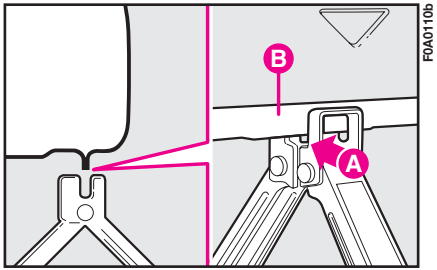

fig. 9
11) Mettre la manivelle en place et actionner le cric de façon à l'étendre jusqu'à ce que la rainure **A-fig. 9** du cric s'engage correctement sur le profil inférieur **B** qui se trouve sur le longeron.